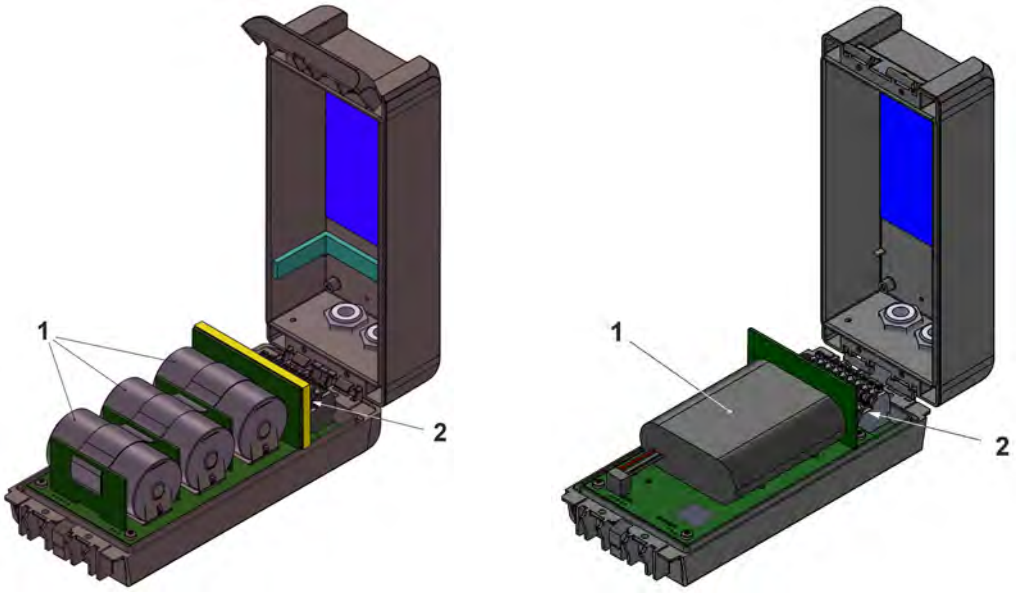

Fig. 3-1 Alimentation en tension par piles / batterie (ici : dans boîtier S – conception spéciale)
Selon le type d'appareil, l'alimentation du NivuLink Micro II (Fig. 3-1) est assurée par des piles (Fig. 3-1, image 1, pos. 1) ou une batterie (Fig. 3-1, image 2, pos. 1).
Il est également possible de raccorder et d'alimenter **l'enregistreur non Ex** en externe avec une tension de 12 V via les bornes (Fig. 3-1, pos. 2) situées derrière le séparateur.